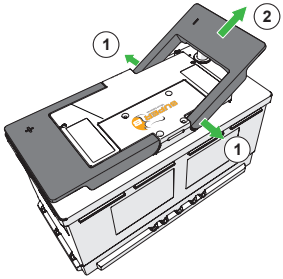

Abbildung 10. Entfernen Sie die Griffe, indem Sie sie nach außen ziehen.
b) Entfernen Sie die Griffe, indem Sie sie nach außen ziehen. (Abbildung 10)